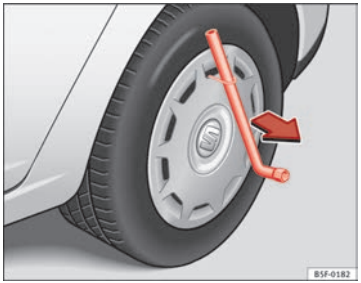

Fig. 147 Remove the complete hub cap
– Remove the wheel cover using the wire hook ⇒ Fig. 147.